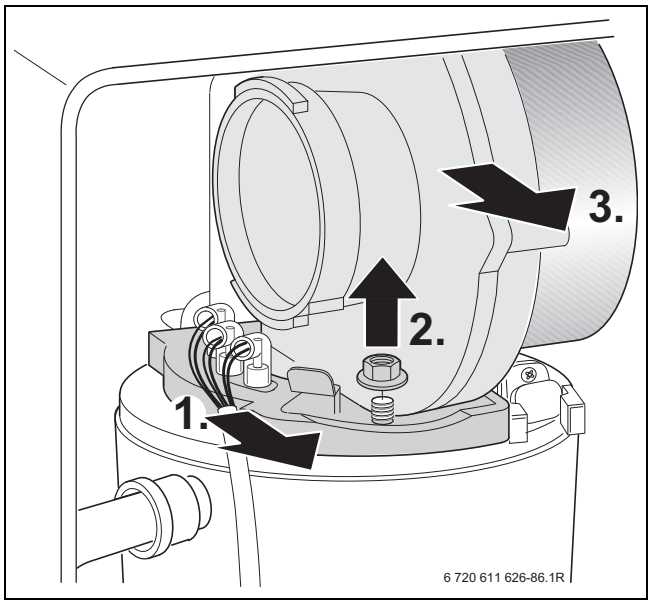

Bild 50
- ▶ Kabel der Zünd- und Überwachungselektrode abziehen, → Bild 50.